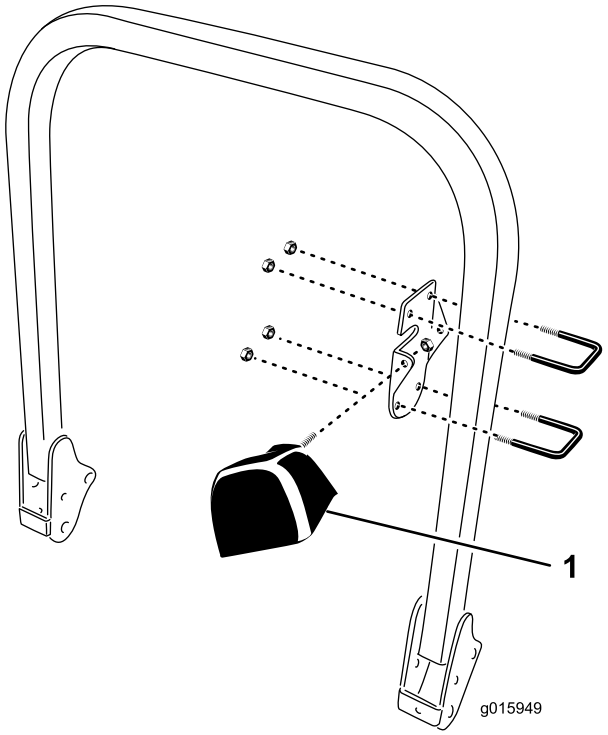

Figur 7
1. Fest lysbraketten til innsiden av veltebøylen med (2) U-bolter og (2) låsemutrer (3/8–16) posisjonert som vist i Figur 7.